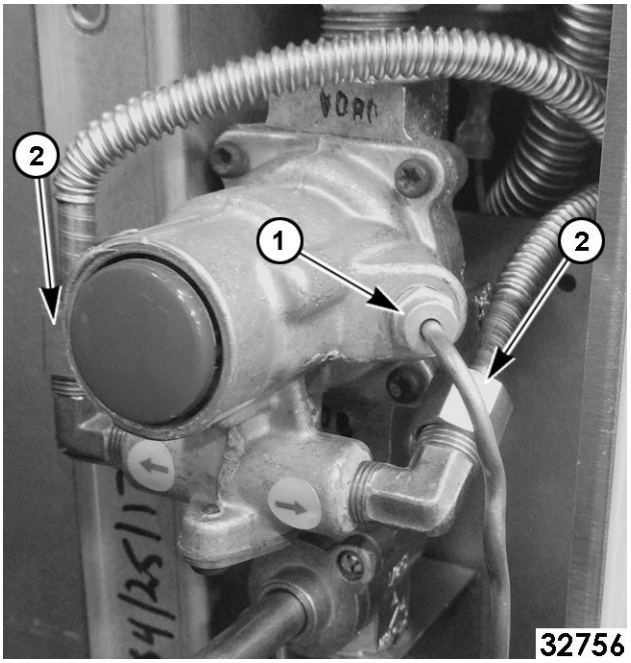

**Fig. 26**
3. Remove fitting (1, Fig. 26) and flex line (2, Fig. 26) from pilot safety valve.